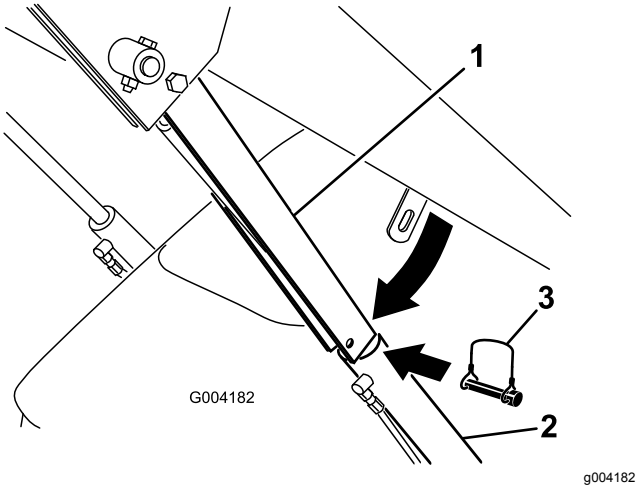

**Figur 23**
4. Ta bort hjulsprinten som håller fast cylinderlåset på lastarmen (Figur 23).
5. Sänk ner cylinderlåset över cylinderstaven och säkra den med hjulsprinten (Figur 23).